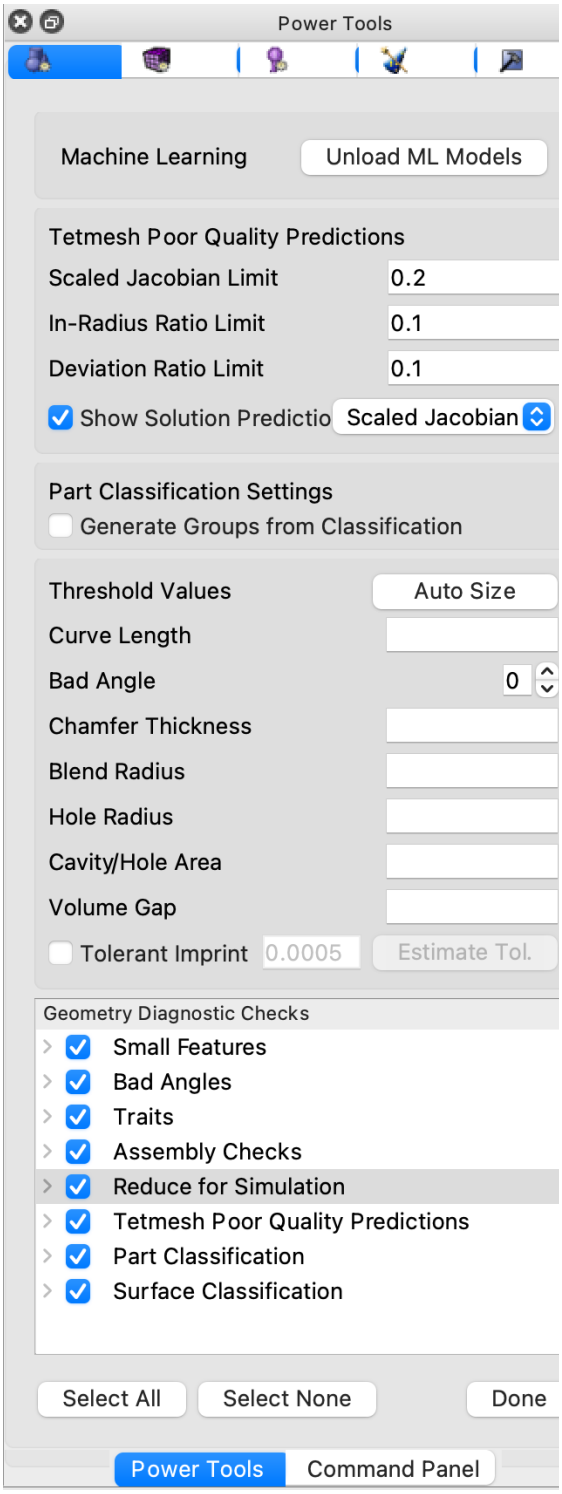

**Figure 3. Options panel after loading ML models.**
4. After the machine learning models are loaded, a variety of diagnostic options become accessible, as illustrated in Figure 3. Available diagnostics encompass "Reduce for Simulation," "Tetmesh Poor Quality Predictions," and classifications for "Parts" and "Surfaces." Furthermore, settings specific to ML-based diagnostics will also be made available for fine-tuning.